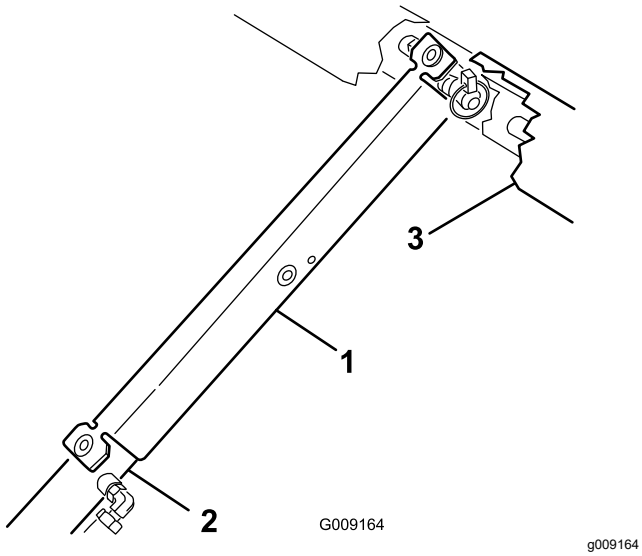

**Figur 22**
3. Tryck fast flakstödet på cylinderstaven och kontrollera att stödets ändar vilar på cylindertrummans ände och cylinderstavens ände (Figur 22).